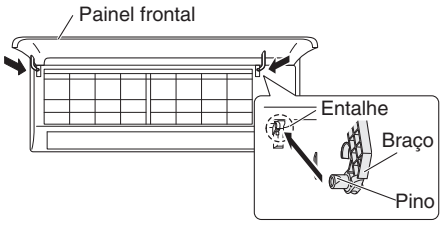

Fig. 3-17
(1) Ao alinhar a extremidade superior da grade com a armação, mova horizontalmente a grade e introduza a parte superior e inferior na armação.
(2) Pressione firmemente a grade com as mãos de modo a garantir que não existem folgas entre a armação e a grade.
(3) Aperte os 6 parafusos. Em seguida, fixe as tampas removidas no sítio.
(4) Segure as secções perto dos braços do painel frontal em ambos os lados e mantenha o painel frontal de modo a que esteja quase na horizontal. Empurre os veios dos braços em direcção ao exterior de modo a que entrem em contacto com a parte superior dos entalhes nos lados direito e esquerdo do aparelho de ar condicionado. Em seguida, empurre firmemente até os veios dos braços encaixarem no sítio. (Fig. 3-17)
(5) Volte a montar o flape inferior.